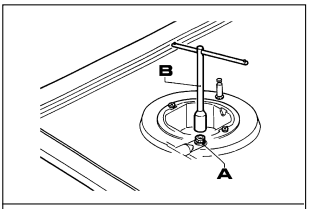

ABB. 13
- Falls am Stromanschlusskabel „C“ kein Stecker montiert ist (s. Abb. 13), so ist ein geeigneter Stecker zu montieren, der für die auf dem Hinweisetikett angegebenen Leistungsdaten geeignet ist. Die Drähte sind wie in Abb. 13 angegeben anzuschließen, wobei auf folgende Übereinstimmungen zu achten ist.
Die Brenner sind für verschiedene Gastypen geeignet, dafür müssen die dem benützten Gas entsprechenden Gasdüsen montiert werden. Entfernen Sie hierfür die Brennköpfe und schrauben Sie mit einem geraden Schlüssel „B“ die Gasdüse „A“ los (siehe Abb. 13); tauschen Sie diese mit einer dem benutzen Gas entsprechenden Düse aus. Es wird empfohlen, die Düse so zu montieren, dass sie fest ansitzt.